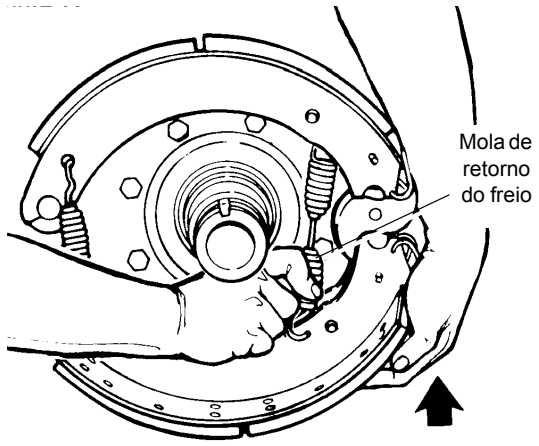

FIGURA 8-43
3. Eleve a sapata inferior para liberar a tensão na mola de retorno do freio e remova a mola (consulte a Figura 8-43).